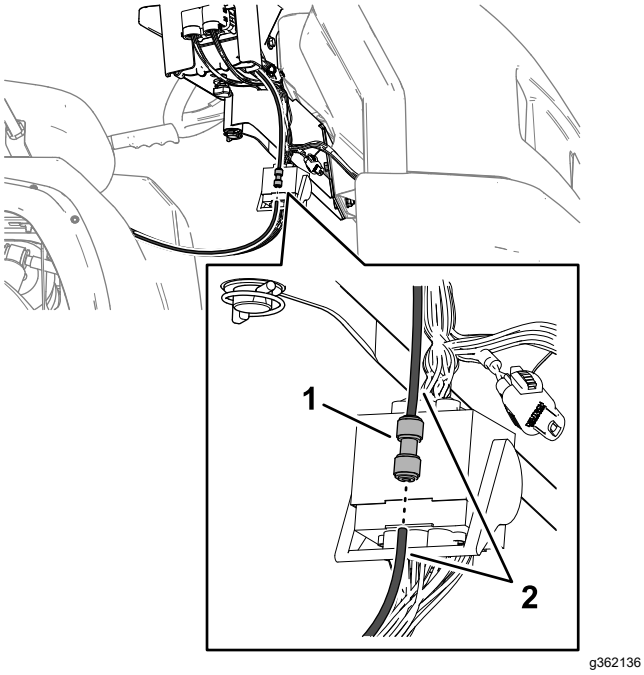

Figure 99
1. Insert the pressure-sense tube into the push-to-connect fitting until it is fully seated (Figure 99).